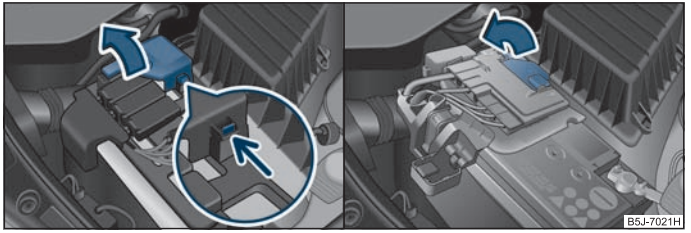

Fig. 144 Batería: Levantar la tapa (cambio automático) / (cambio manual)
– Desbloqueo la fijación en el lado del polo positivo la batería ⇒ página 178, fig. 144 - lado izquierdo.
– Levante la tapa en la dirección de la flecha ⇒ página 178, fig. 144 lado izquierdo (cambio automático) o ⇒ página 178, fig. 144 lado derecho (cambio manual).